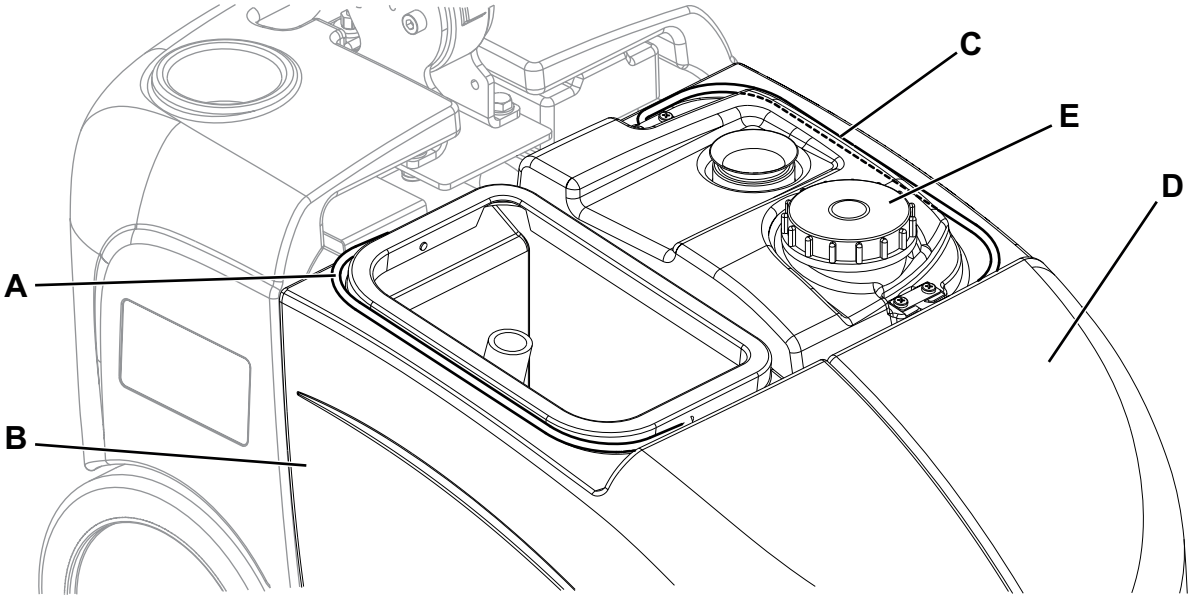

Figure 3
1. Contrôler que la manette (31) du sélecteur de fonctions soit en position « 0 ».
3. Enlever le couvercle transparent (24).
4. Saisir le guidon (A, Fig. 3) et soulever le réservoir de l'eau de récupération (B).
8. Saisir le guidon (C, Fig. 3) et soulever le réservoir de solution (D).
9. Ouvrir le bouchon (E) et vider le réservoir de solution. Le travail effectué, rincer le réservoir à l'eau propre.